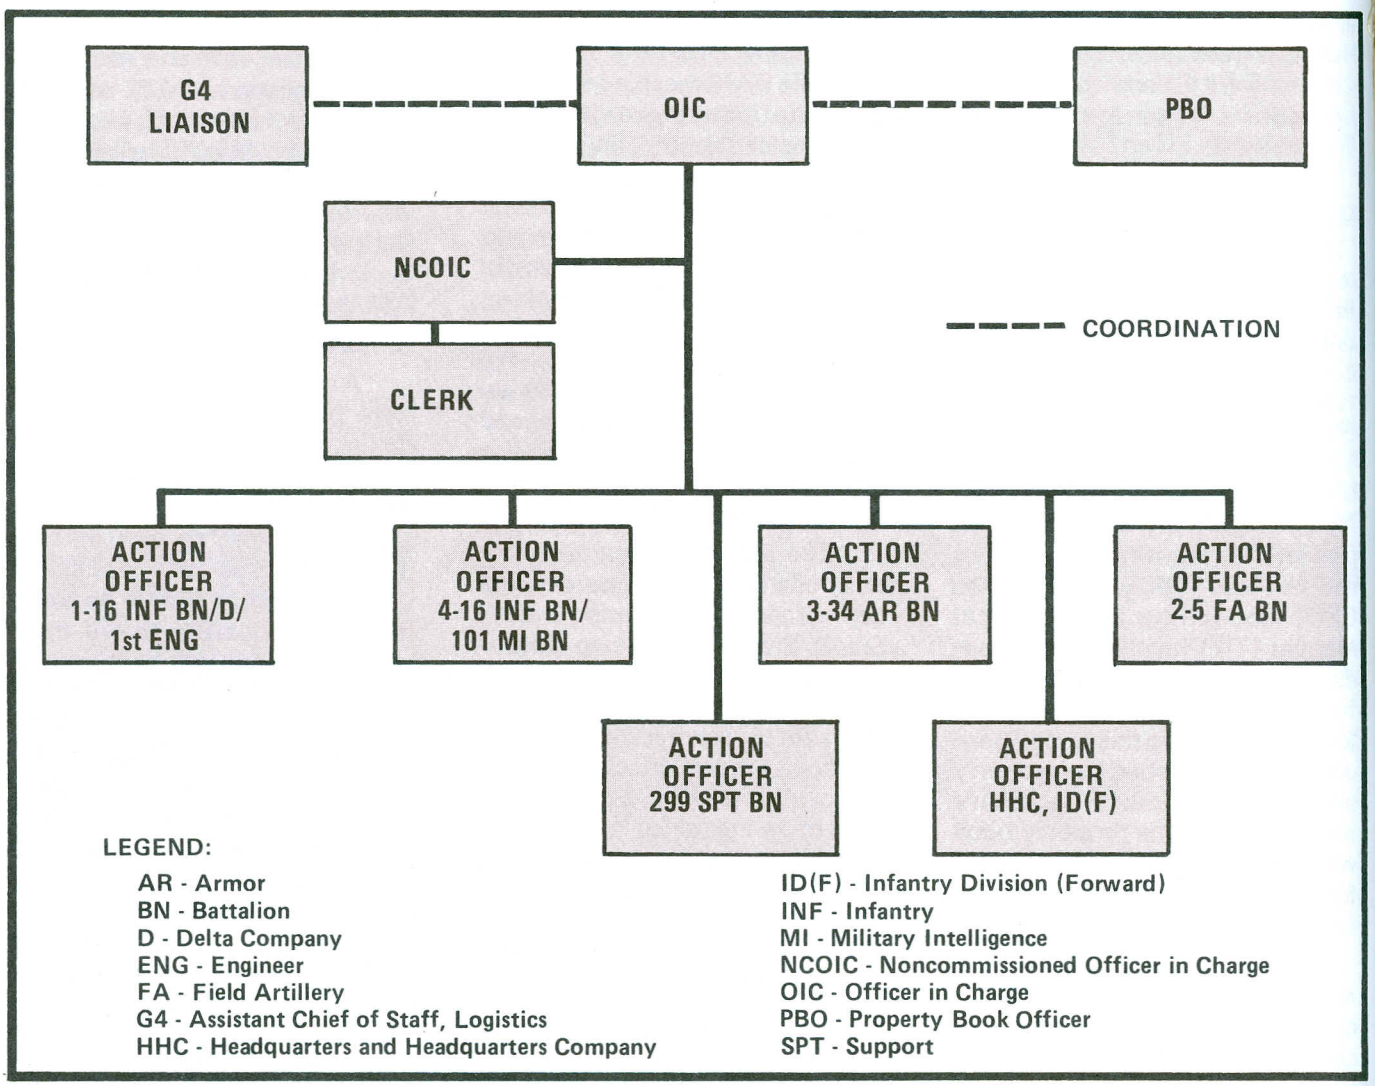

Figure 2. Property Book Coordinating Team (PBCT) Task Organization
In the initial stages of the inactivation process, we developed a redistribution model. We quickly organized a central lateral transfer task force after we saw the duplication of effort and the scheduling confusion the model caused. This task force conducted lateral transfer scheduling, information dissemination, coordination and tracking for a complete and smooth transfer of equipment to designated units. The Property Book Coordinating Team (PBCT) (Figure 2) greatly enhanced ability to transfer equipment. A G4 liaison provided policy guidelines and the property book officer (PBO) made "single point of contact" coordination with each major subordinate command (MSC). The key was the unit action officer for each unit who was on the phone for direct scheduling and coordination. A room was set up and a "tactical operations center" was established with commercial and ETS phone lines. A facsimile (FAX) machine and computer data base greatly aided tracking capability. This operations center provided the unit action officers a central location away from their units and close to the PBO to work. Systematic tracking (phone logs, tracking boards and scheduling boards) of each unit's property enabled the 1st ID(F) to stand down in an orderly and effective way - ahead of schedule - while keeping the command group constantly abreast of the situation.